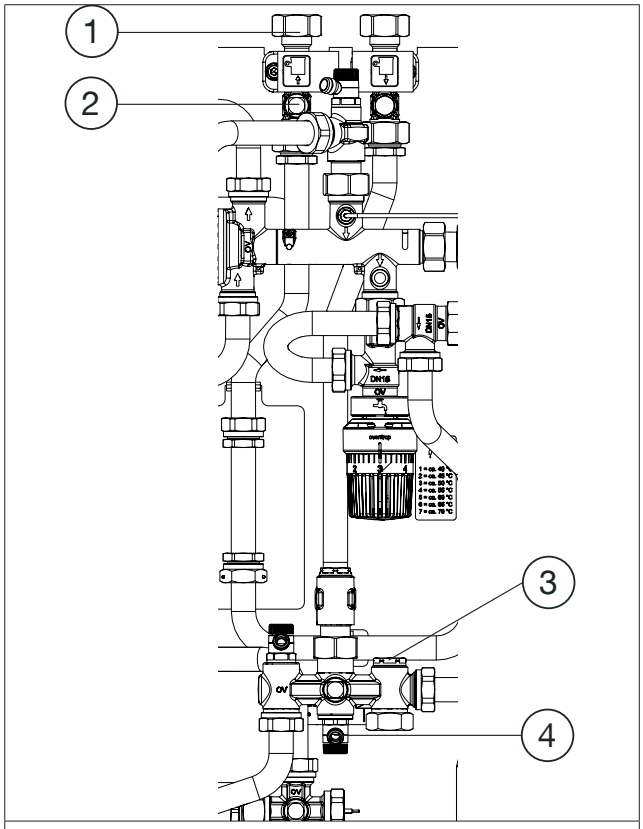

Abb. 9: Ausbau Stopfen Regudis Regudis W-HTO Duo
3. Schrauben (SW 22) Sie den Blindstopfen aus dem Verteiler heraus (siehe Abb. 9).
4. Schrauben (SW12) Sie den Verschlussstopfen aus dem Gehäuse heraus (siehe Abb. 9).